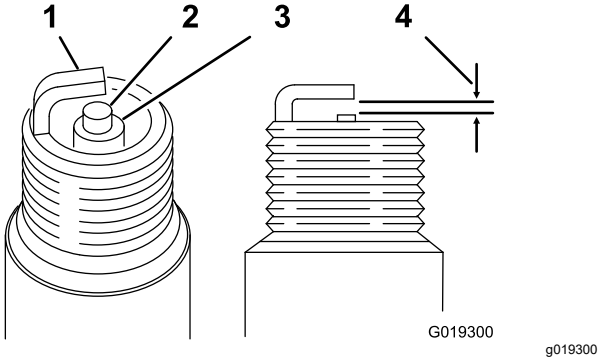

**Figur 33**
**Luftgap:** 0,70 till 0,80 mm. Se Figur 33.
4. Ställ in luftgapet på 0,70–0,80 mm (enligt Figur 33).